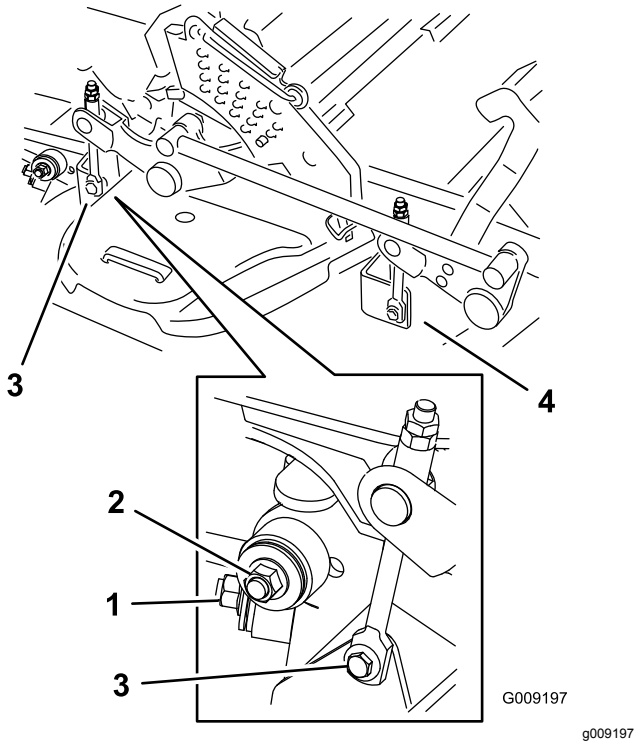

Figur 107
7. Fjern og ta vare på delene på begge sider av klippeenheten (Figur 107).